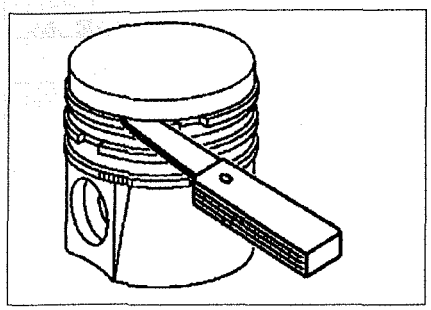

Рис. 2.52. Измерение зазоров между поршневыми кольцами и канавкой в поршне.
2. Измерьте зазоры между поршневыми кольцами и канавкой в поршне (см.рис.2.52).